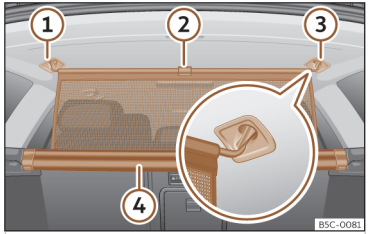

Abb. 181 Im Kofferraum: Trennwandnetz einhaken.
- Ziehen Sie die Lasche ››› **(Abb. 181)** ② nach oben, um das Netz aus dem Einsatz ④ zu nehmen.
- Hängen Sie das Trennnetz an der rechten oder linken Seite ③ (vergrößerte Darstellung) ein.
- Hängen Sie das Trennnetz an der Aufnahme der anderen Seite ① ein, indem Sie an der Stange ziehen.